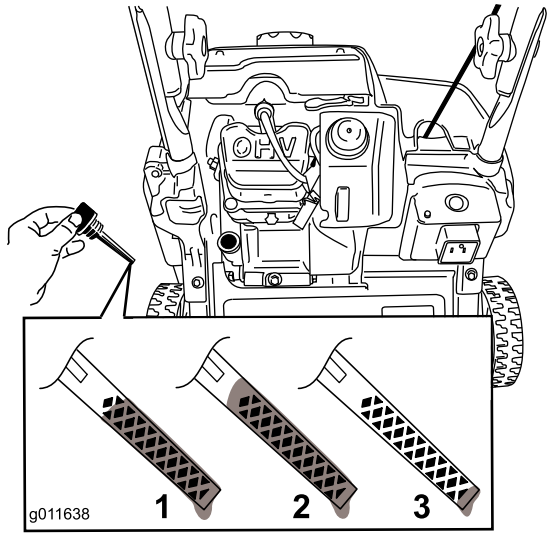

Figur 14
3. Rengör runt oljepåfyllningslocket (Figur 14).
8. Information om rätt oljenivå på oljestickan finns i Figur 14.